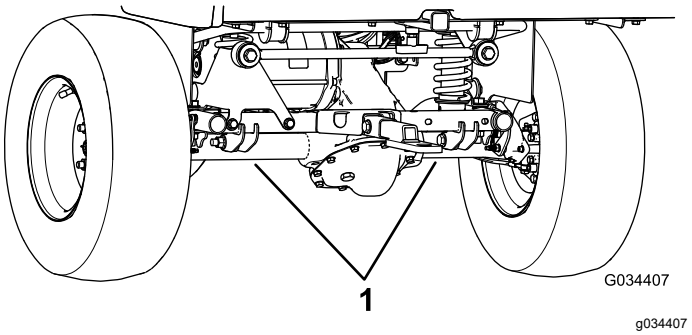

Figura 23
- O ponto de elevação traseiro encontra-se por baixo das bainhas do diferencial (Figura 23).